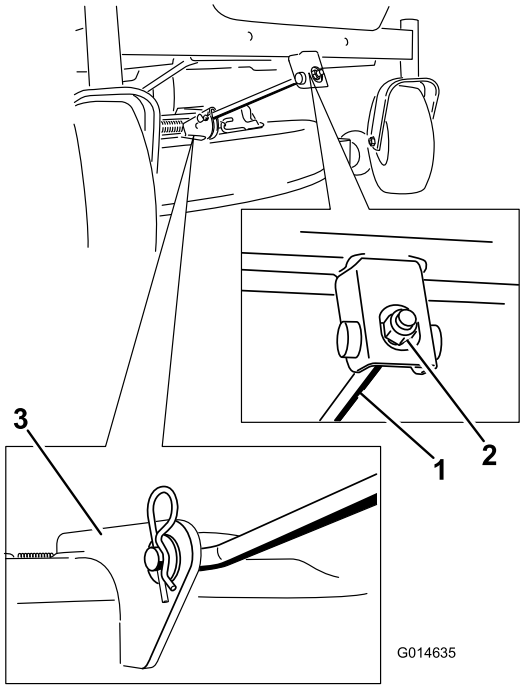

Figur 62
5. Fjern låseclipsen fra den forreste støttestang, og fjern stangen fra skjoldbeslaget (Figur 62).
6. Fastgør den forreste støttestang til klippeskjoldet med gaffelbolten og låseclipsen (Figur 62).